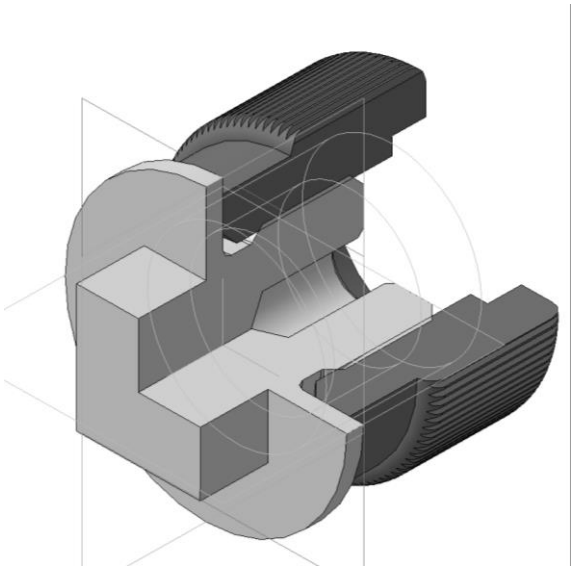

Рис. 20
- Выполните команду **Моделирование – Сечение**. Отследите правильное направление выреза четверти. Подтвердите команду, кликнув **Зеленую галочку**. Получится модель **Заглушки** с вырезом (рис. 20).